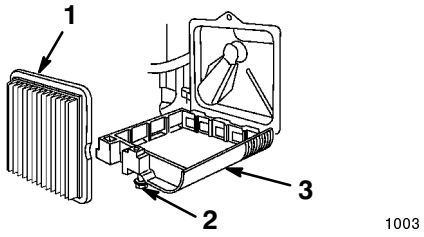

Figure 23
3. Loosen the screw that secures the air cleaner cover (Fig. 23).
4. Tilt the cover down and clean it thoroughly (Fig. 23).
5. Remove the paper air filter and discard it (Fig. 23).
6. Insert a new paper air filter (Fig. 23).